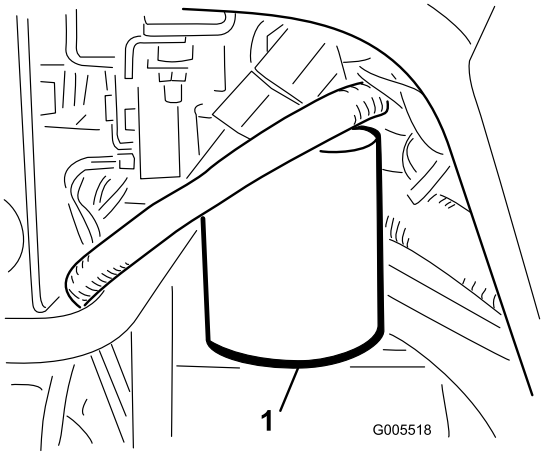

Figura 57
1. Limpie la zona de montaje del filtro (Figura 57). Coloque un recipiente debajo del filtro y retire el filtro.